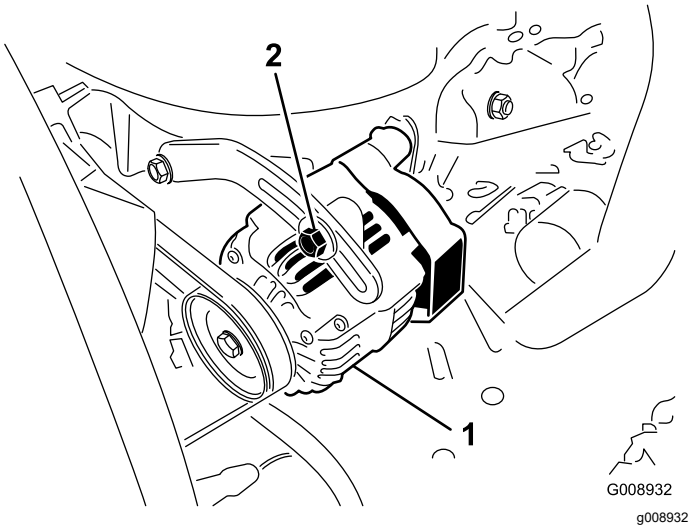

Figura 116
Verifique o estado e a tensão das correias (Figura 116) após cada 100 horas de funcionamento.
3. Se a deslocação obtida não for igual a 10 mm, deve desapertar os parafusos de montagem do alternador (Figura 116).